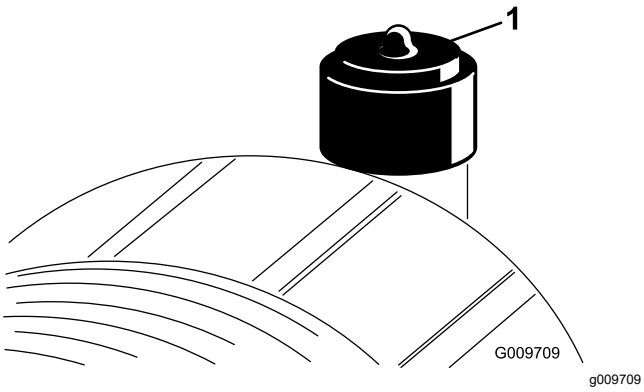

Figur 80
Overhal filteret på luftrenseren kun når indikatoren (Figur 80) tilsier det. Hvis du skifter filteret før det er nødvendig, øker det bare risikoen for at det kommer inn smuss i motoren når du fjerner filteret.
2. Tilbakestill indikatoren (Figur 80) hvis den viser rødt.